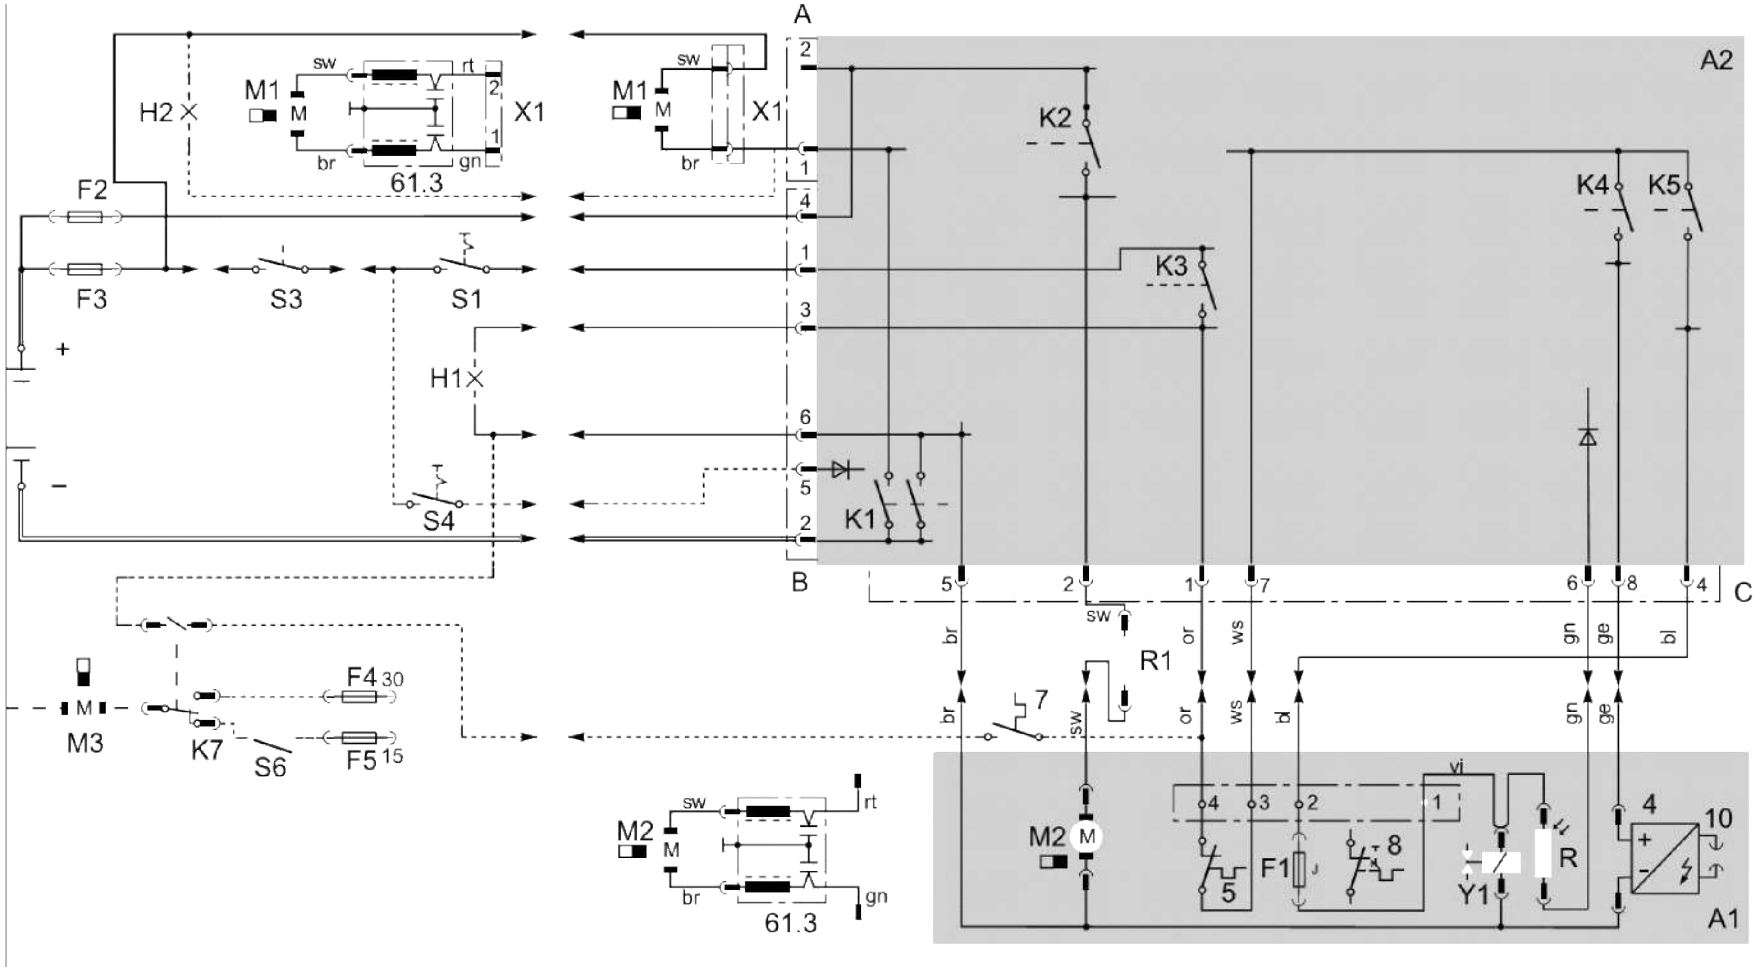

Рис.38 Схема электрических соединений DBW160 с блоком управления SG1553 и выключателем, перечень елементов см.стр. 40 и 41
Электрические подсоединения подогревателей должны осуществляться согласно рис.38, 40 или 42. Следует учесть сечения проводов и их цвет (см. табл.1 и табл. 2).
Для использования штекеров, которые по конструкци отличаются от стандартных вариантов (см. рис.38, 40 и 42), следует обращаться к производителю подогревателей.
– выключатель, см. схемы рис. 38, 40 и 42 ;
Таблица 3 Перечень электрических элементов подогревателей типов DBW160 и их применяемость (к рис. 38 и 39)